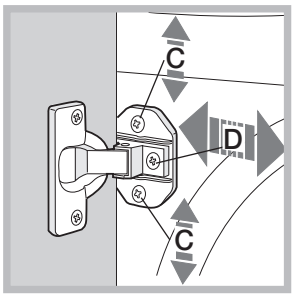

Рис. 7
– Чтобы отрегулировать положение деревянной панели и в вертикальном, и в горизонтальном направлениях, используйте винты **C** и **D**, как показано на *рис. 7*.